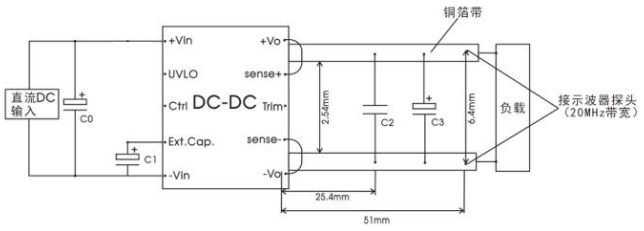

图 3
①纹波和噪声的测试方法见图 3，噪声以靠测法为准。
所有该系列的 DC/DC 转换器的常规性能在出厂前，都是按照下图 3 推荐的测试电路进行测试，纹波噪声测试用图 3 接线测试。
①如对掉电保持时间不做要求，则 C1 取值参考图 3，无需额外增加电阻(R_{ext})、二极管(Dext)和掉电保持电容(C_{ext})；
②如为了实现掉电保持时间为 10ms 和 30ms，需要在 C1 的基础上，额外增加电阻(R_{ext})、二极管(D_{ext})和掉电保持电容(C_{ext})，具体取值请参考下面表格。
1、C2、C3 电容用于输出滤波，C1 电容用于输入电压＜100V 时电路滤波，取值参考图 3。该电容用于冗余设计，不支持输出并联升功率使用；